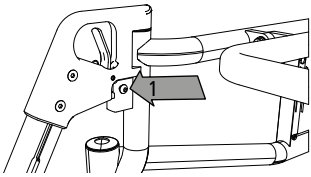

afb. 5
2. Als het goed is, hebben de beensteunen geen speling meer nadat ze zijn vastgezet. Desgewenst kunt u de inbusbout aan de zijkant (1, afb. 5) voorzichtig aanhalen totdat de speling bij de beensteunen tot een minimum is teruggebracht.